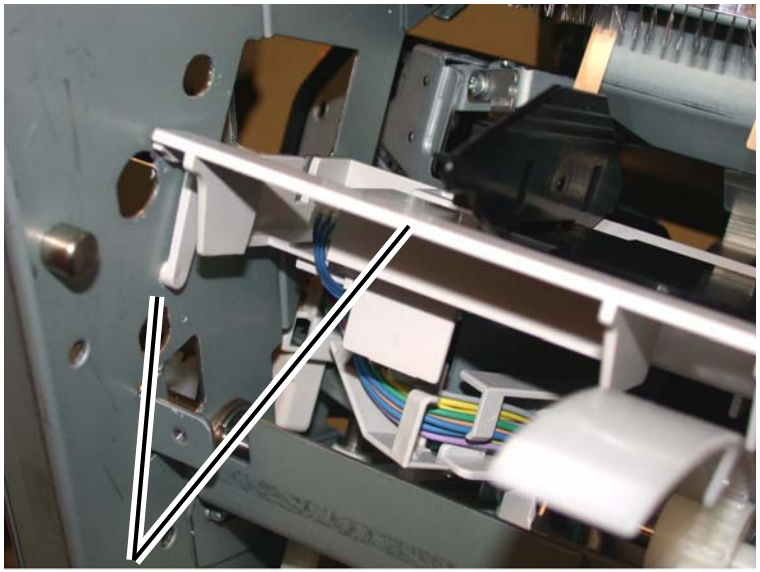

Figure 10 Remove the Compiler Tray Assembly
18. Remove the Compiler Tray Assembly (Figure 10).